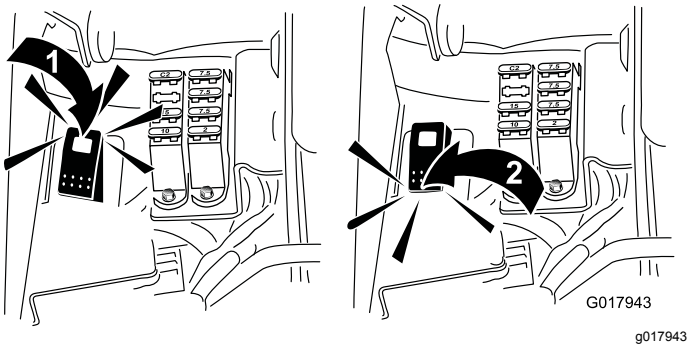

Figur 59
5. För slipningsbrytaren till bakåtläget (R) (Figur 59).